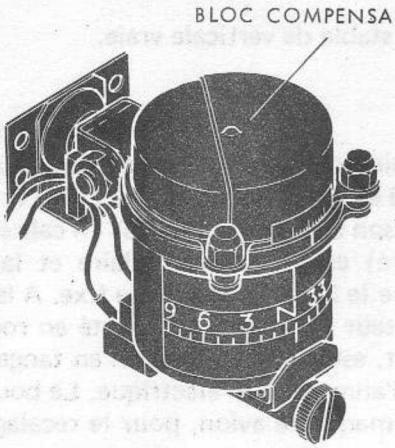

FIGURE 20
9.4.2.3 - Compas de secours (Fig. 20)